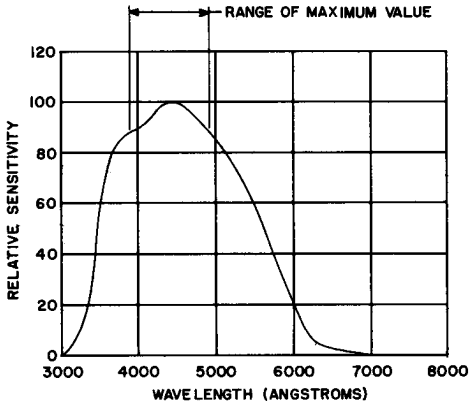

FIGURE 1
6. The photocathode is of the cesium-antimony type with the S11 spectral response characteristics shown in Figure 1.